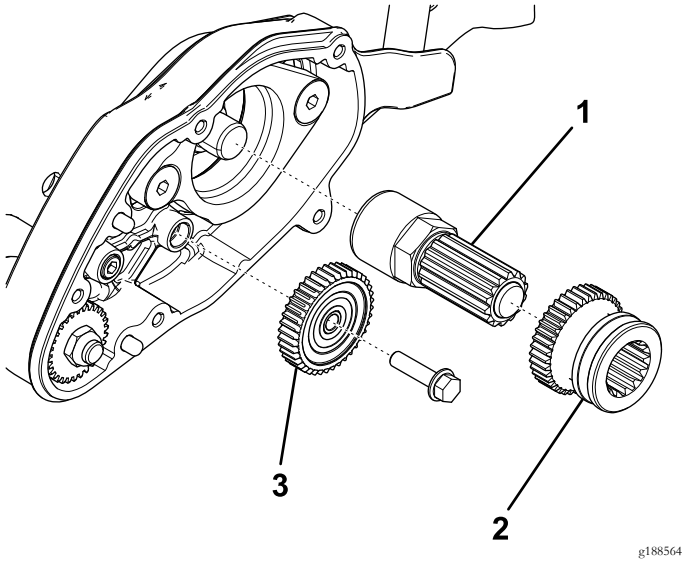

Figur 2
4. Fjern 40-tanns ledergiret (Figur 2).
5. Fjern drivgiret og akselenhet fra spoleakselforlengelsen (Figur 2).